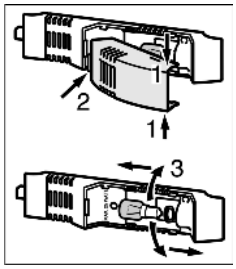

Fig. 14
▶ Saisir la protection d'ampoule en haut et en bas *Fig. 14 (1)*.
▶ Déclipser à l'arrière et détacher la protection d'ampoule *Fig. 14 (2)*.
▶ Remplacer la lampe *Fig. 14 (3)*.